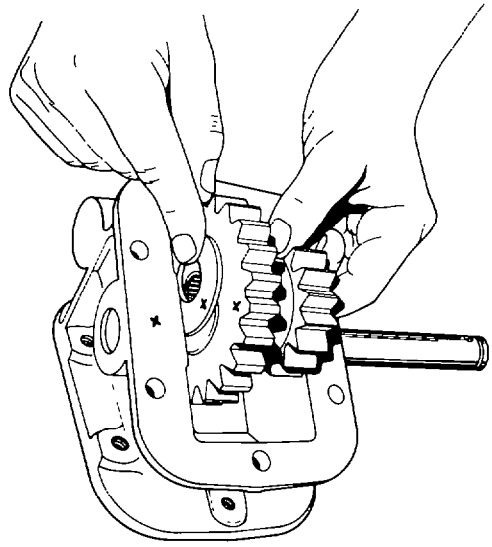

Fig. 392 — Match Marking Gear, Washers and Housing
c. Match mark the gear, housing and washers to ensure correct location at reassembly, then remove the gear and washers from the housing (see fig. 392).